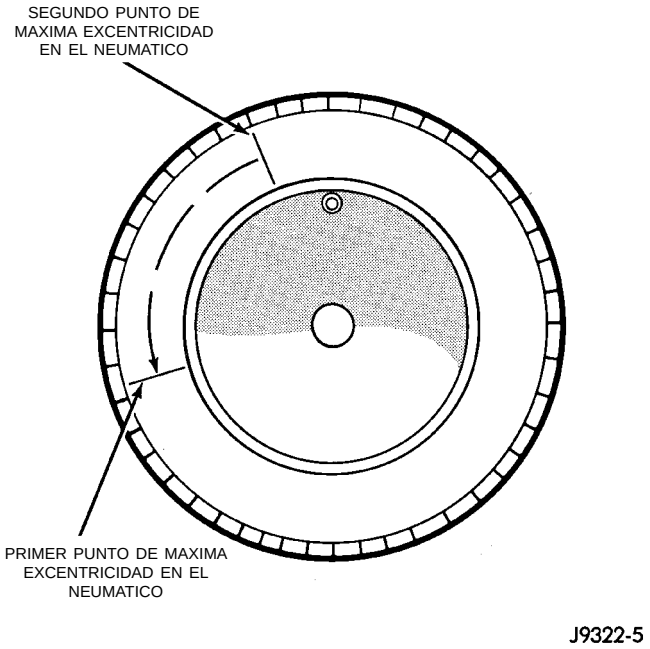

Fig. 10 Vuelva a montar el neumático a 90 grados en la dirección de la flecha
(3) Mida nuevamente el descentramiento total del indicador. Marque el neumático para indicar el punto de máxima excentricidad.
(4) Si el descentramiento sigue siendo excesivo, deben realizarse los procedimientos siguientes.
- Si el punto de máxima excentricidad NO está dentro de los 102 mm (4,0 pulgadas) de cualquiera de los dos puntos de máxima excentricidad, dibuje una flecha en la banda de rodamiento, entre el segundo y el primer punto de máxima excentricidad. Retire el neumático y vuelva a instalarlo a 90 grados sobre la llanta en esa dirección (Fig. 10). Este procedimiento normalmente reducirá el descentramiento a un valor aceptable.